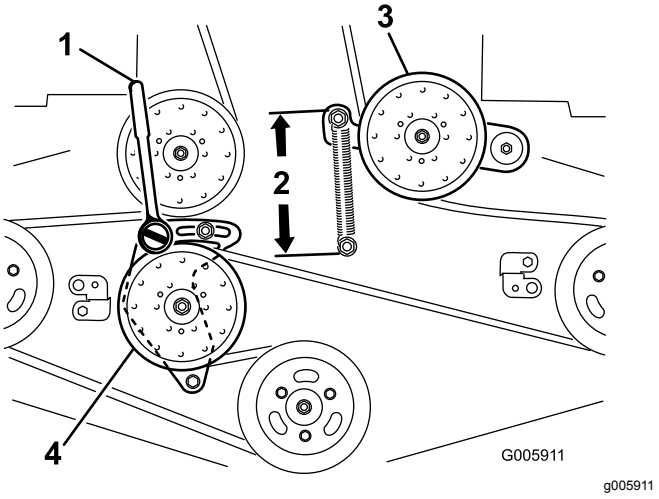

Bild 69
6. Lösen Sie den starren Spannarm und stellen Sie ihn ein, um die Riemenspannung zu lösen (Bild 69).
9. Setzen Sie eine Ratsche mit einem kurzen Griff oder ein Stemmeisen in das rechteckige Loch im fixierten Spannarm ein (Bild 69).
11. Drehen Sie zum Erhöhen der Riemenspannung die Ratsche oder das Stemmeisen nach links, um den starren Spannarm zu bewegen, bis Sie einen Abstand von 16,5 cm zwischen den Federhaken erhalten (Bild 69).